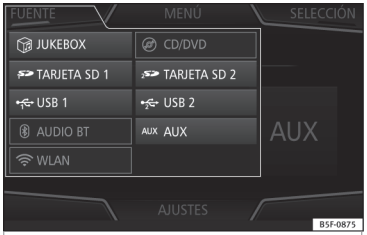

Fig. 151 Modo MEDIA:cambiar fonte de media.
- No menú principal *Media* prema o botón de función FUENTE ››› **fig. 151** e seleccione a fonte Media desexada.